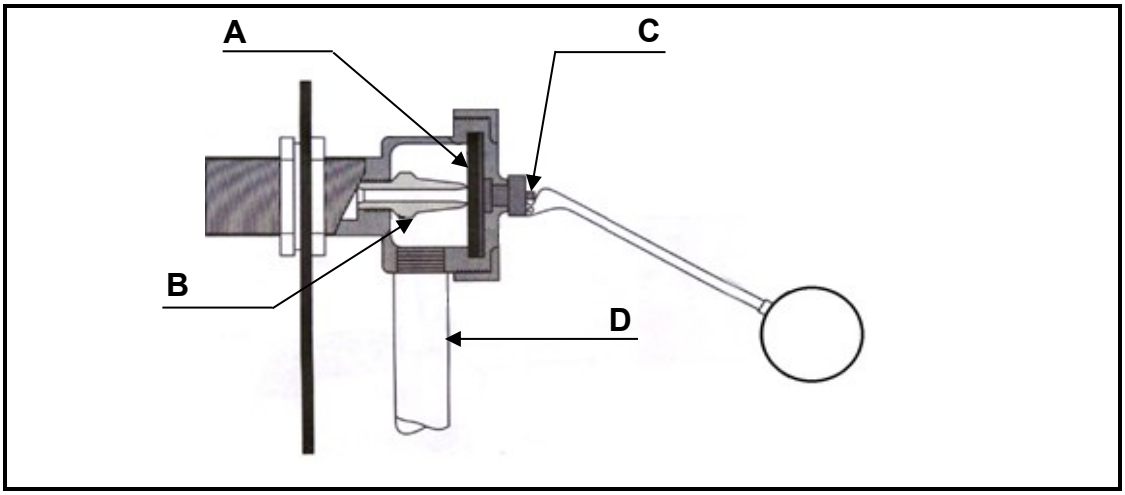

FIGURE 4.4
4.4 Answer the following questions with regard to the valve in FIGURE 4.4.